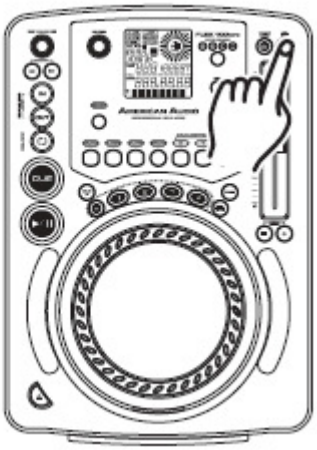
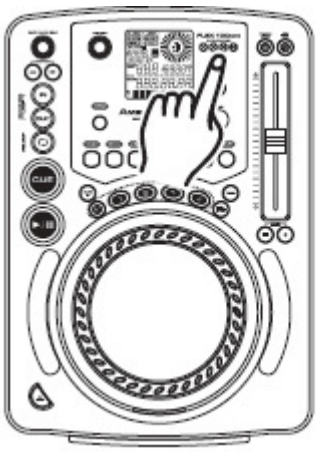

Rysunek28
Rysunek30
***Używanie suwaka Pitch (7)*:** Należy się upewnić, że funkcja pitch została włączona w opisany wyżej sposób. Aby używać *PITCH SLIDER (7)* przesuwamy suwak w górę i w dół. Przesuwanie w dół zwiększa a przesuwanie w górę zmniejsza pitch.
Regulacja ZAKRESU SUWAKA PITCH (1): Zakres działania *PITCH SLIDER (7)* można zmieniać w dowolnym momencie. Aby to zrobić należy się najpierw upewnić, że funkcja pitch jest włączona, patrz rysunek 28. Zakres procentowy pitch może być zmieniany pomiędzy +/-4%, +/-8%, +/-16%, i +/- 100%. 4% pozwala na najmniejszą zmianę pitch a 100% pozwala na największą zmianę. Aby ustawić różne zakresy należy wcisnąć przycisk *PITCH ON/OFF (3)* i delikatnie uderzać w przycisk *PITCH RANGE (1)* aż osiągniemy żądaną wartość, patrz rysunek 30.